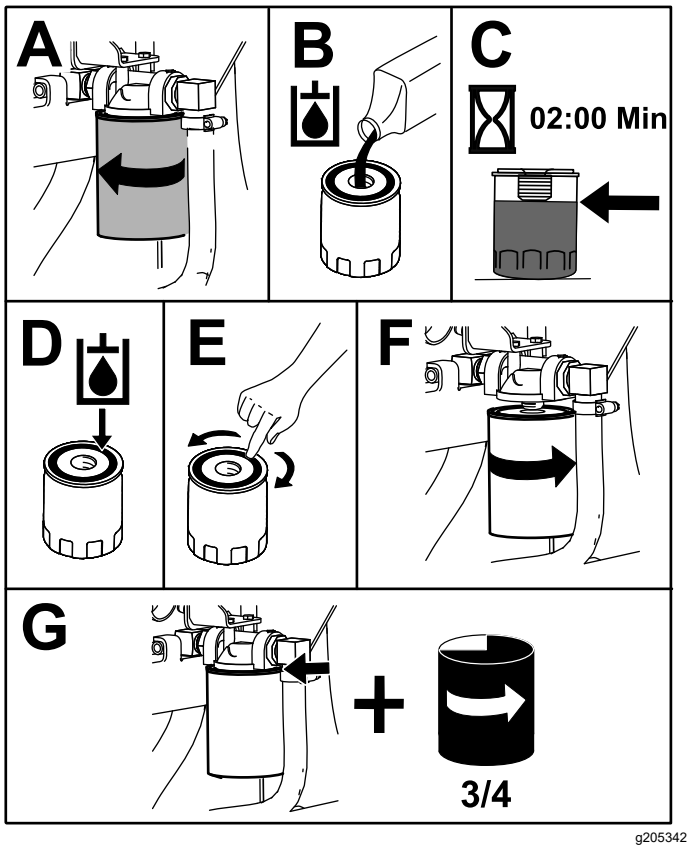

Figur 72
4. Ställ ett avtappningskärl under filtret och byt ut filtret (Figur 72).